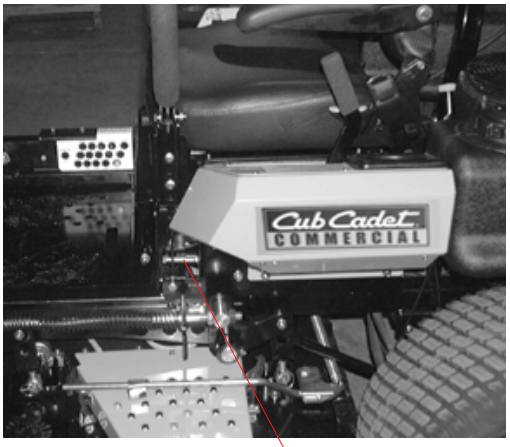

Figura 10 Perno de fijación de la palanca delantera
5. Si la marcha irregular persiste, ajuste como sigue. (vea la Figura 10)